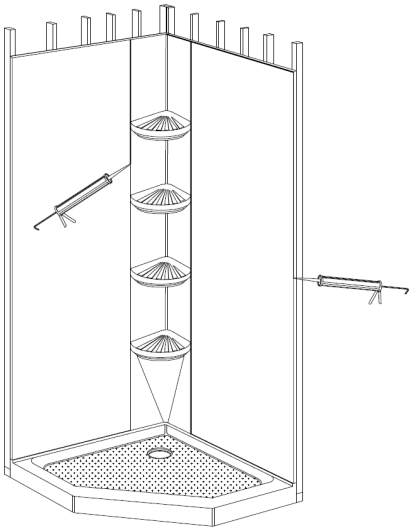

**FIGURE 7**
6. Veuillez suivre les recommandations du manufacturier de l'adhésif quant au temps de séchage (habituellement un min. de 24 heures) avant d'appliquer le scellant tout le tour et sur les joints (Fig. 7). Veuillez suivre les recommandations du manufacturier du scellant quant au temps de séchage.
6. *Follow the cure time recommendations (usually a minimum of 24 hours) of the manufacturer of the adhesive before applying caulk beads to all edges and joints (Fig. 7). Follow the cure time recommendations of the manufacturer of the caulk.*